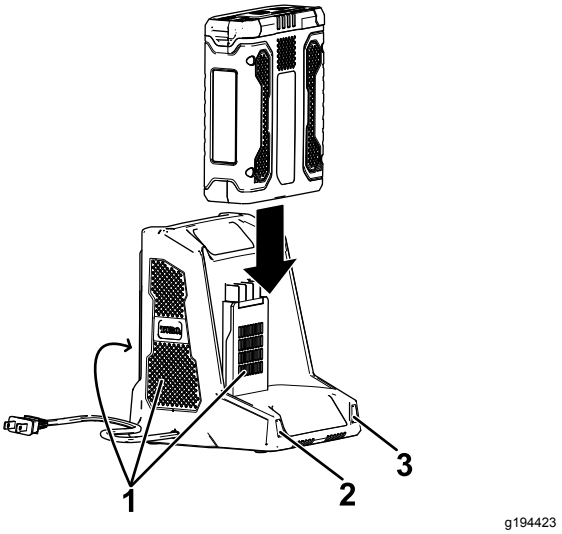

Figura 11
5. Fate scorrere il pacco batteria nel caricabatteria fino a quando non è completamente in sede (Figura 11).